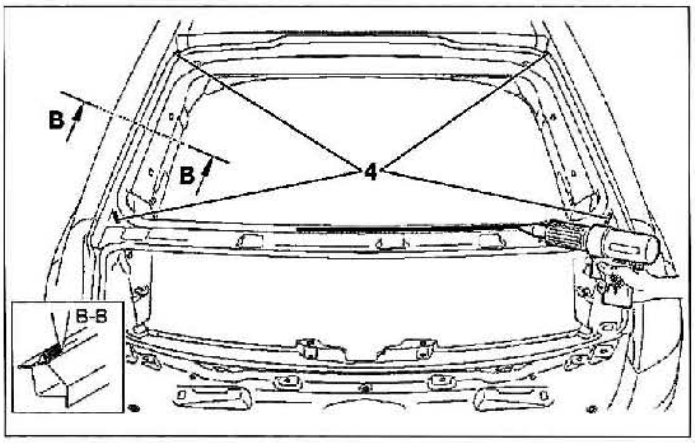

FIG. 94
• Colocar los separadores (4) **(fig. 94).**